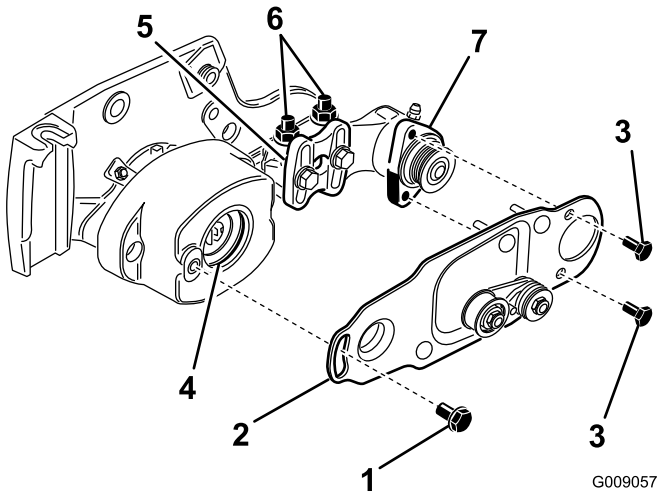

Figura 11
10. Aplique uma película de massa lubrificante no diâmetro interior do olhal, na caixa de rolamentos (Figura 11).
11. Desaperte, mas não remova, os parafusos que fixam caixa de rolamentos da escova do rolo ao suporte de montagem da mesma (Figura 11).
12. Instale a placa de articulação da escova do rolo (Figura 11).
13. Aplique Loctite 242 (azul) aos (2) parafusos de 5/16 x 5/8 polegada e utilize-os para montar a placa da escova na caixa de rolamentos da escova do rolo (Figura 11).
- Desaperte as (2) porcas flangeadas de retenção que fixam o suporte de montagem da escova do rolo à placa lateral da unidade de corte (Figura 11).
- Rode a caixa de rolamentos da escova do rolo, até que a placa da escova fique paralela à placa lateral da unidade de corte (Figura 11).
- Aperte as (2) porcas flangeadas de retenção que fixam o suporte de montagem da escova do rolo à placa lateral da unidade de corte (Figura 11).
18. Aplique Loctite 242 (azul) ao parafuso com olhal (Figura 11). Prenda a placa da escova na caixa da escova do rolo com o parafuso com olhal. (Figura 11).